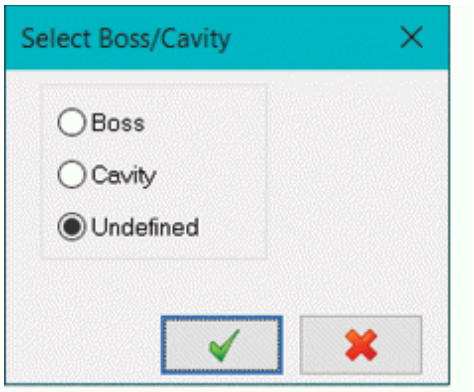

Figure-32. Select Boss/Cavity dialog box
- Click on the **Parallel** tool from the **3D** panel of **Toolpaths** tab in the **Ribbon**. The **Select Boss/Cavity** dialog box will be displayed; refer to Figure-32.